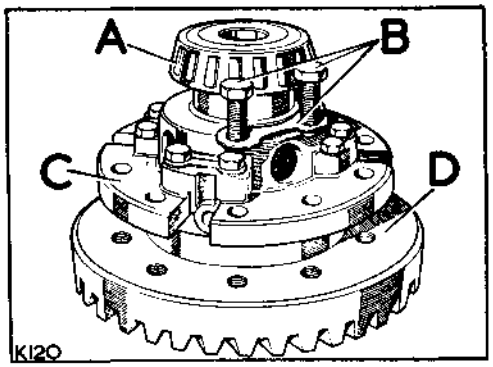

**Fig. E1-78. Crownwheel and differential case**
5. Align the crownwheel with the differential case and secure in position. Tighten the securing bolts to a torque figure of 60 to 70 lbs ft (8,0 to 10,0 mkg) but do not engage the lock plates at this stage. See Fig. E1-78.